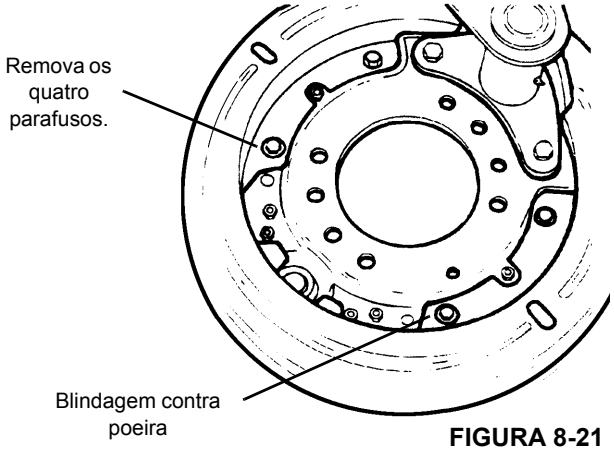

FIGURA 8-21
18. Remova parafusos e o grampo de retenção que fixam a blindagem contra poeira na aranha e remova a blindagem contra poeira (consulte a Figura 8-21).
5. Instale as novas vedações de graxa com uma chave acionada por piloto, de forma que as vedações fiquem niveladas com a extremidade do tubo do suporte da câmara de ar (consulte a Figura 8-21).